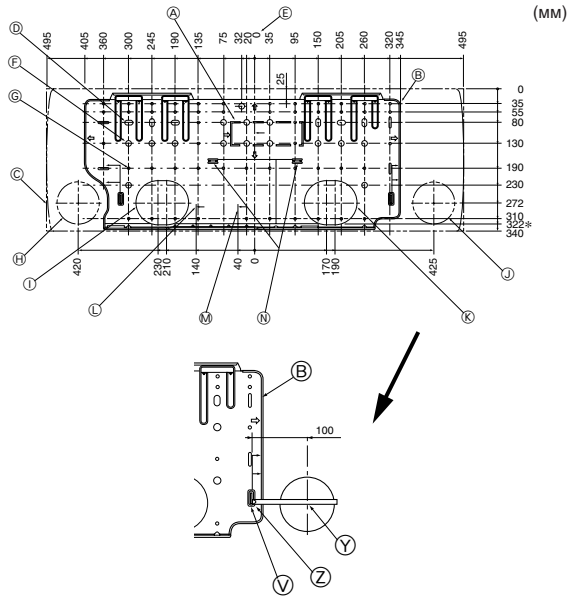

Fig. 3-1
3.1. Установка настенного крепления (Fig. 3-1)